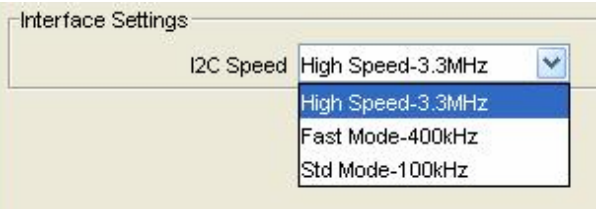

Figure 7: I^2C Speed Select
6. Configure the I^2C Interface speed as seen in *Figure 7*. Standard mode, Fast Mode, and High Speed mode are supported.